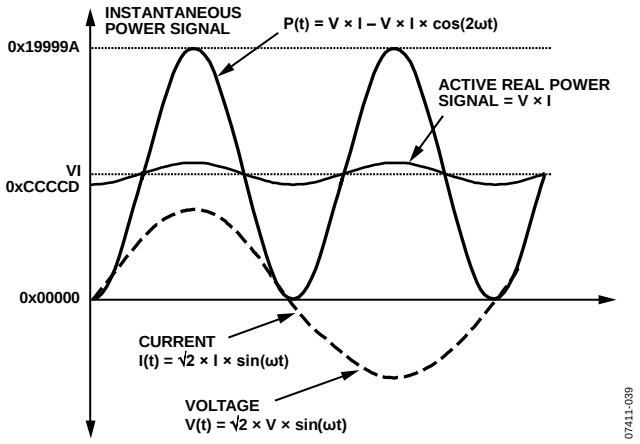

Figure 64. Active Power Calculation
Note that the active power is equal to the dc component of the instantaneous power signal, P(t), in Equation 9, that is, VI. This is the relationship used to calculate active power in the ADE5166/ADE5169/ADE5566/ADE5569. The instantaneous power signal, P(t), is generated by multiplying the current and voltage signals. The dc component of the instantaneous power signal is then extracted by LPF2 (low-pass filter) to obtain the active power information (see Figure 64).
As mentioned in the Active Energy Calculation section, the discrete time sample period (T) for the accumulation register is 1.22 µs (5/MCLK). With full-scale sinusoidal signals on the analog inputs and the WGAIN register (Address 0x1D) set to 0x000, the average word value from each LPF2 is 0xCCCCD (see Figure 64). The maximum positive value that can be stored in the internal 49-bit register is 2^{48} (or 0xFFFF FFFF FFFF) before it overflows. The integration time under these conditions when WDIV = 0 is calculated in the following equation: